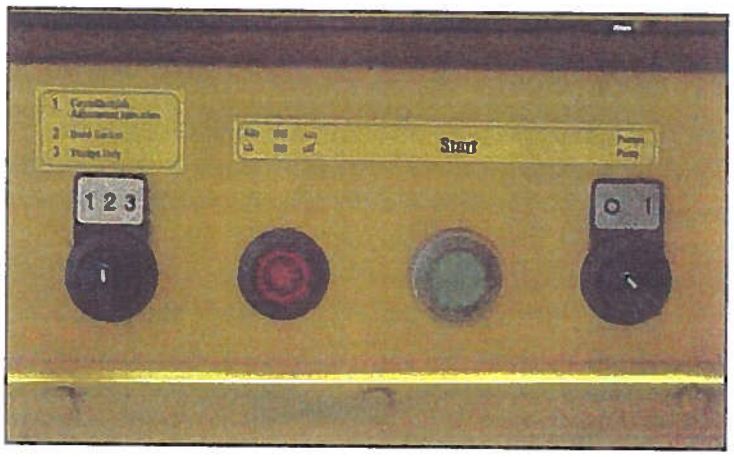

FIGURE 3. From Left to Right; Mode Selector Switch, Signal Light Indicator, Push Button START and Selector Switch ON/ OFF.
4.2 Mode Selector Switch (Fig 3)
4.3 Selector Switch Pump (Fig 3)